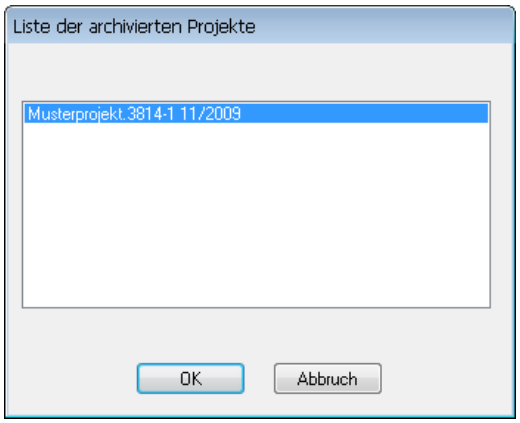

Bild 16.45 – Auswahl des gewünschten Projekts
- Wählen Sie das gewünschte Archiv und klicken Sie auf *OK* (Abb. 16.45).